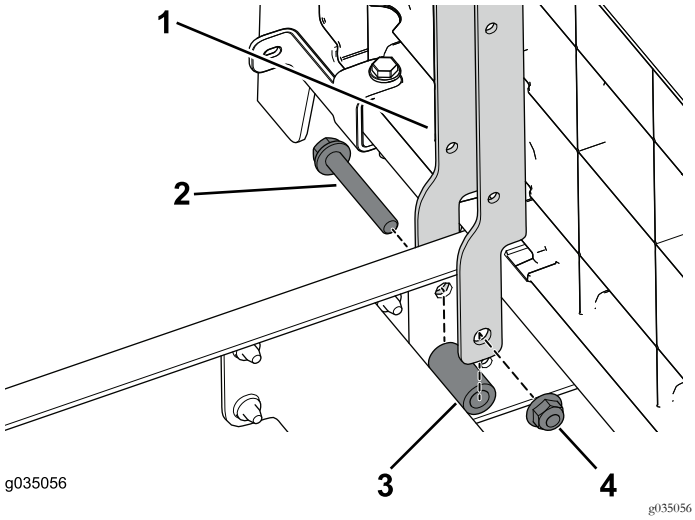

Figura 37
1. Utilize os dois parafusos (3/8" x 2½"), espaçadores e porcas flangeadas para prender os suportes do banco à secção dianteira da máquina (Figura 37).